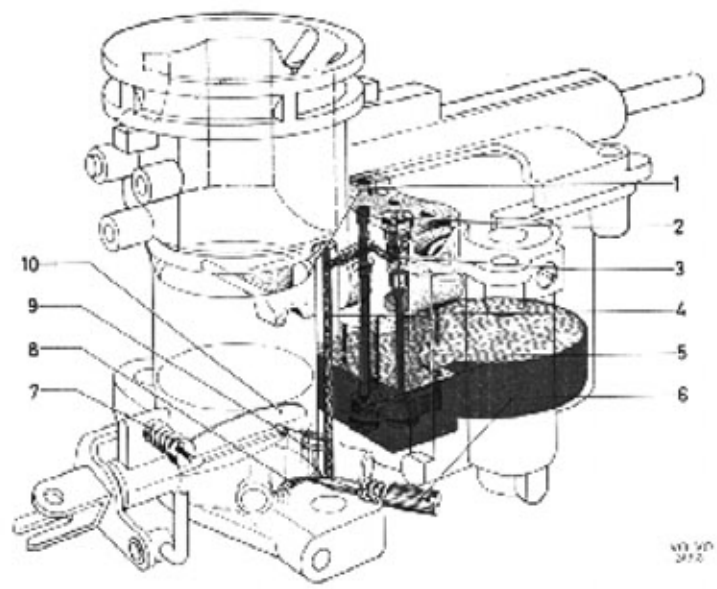

Bild 23-5. Tomgångssystem
När motorn går på tomgång är gasspjället nästan helt stängt (reglerat med en stoppskruv 7, bild 23-5), varigenom vakuumet omkring och under spjället blir stort. Sugningen genom tomgångskanalen (4) blir då stark varvid bränsle suges upp från kanalen ovanför